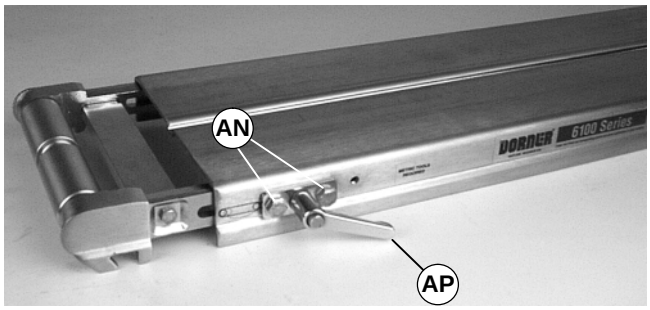

Abbildung 34
3. Die zwei (2) Schrauben (AN siehe Abbildung 34) entfernen. Den Hebel (AP) abnehmen.